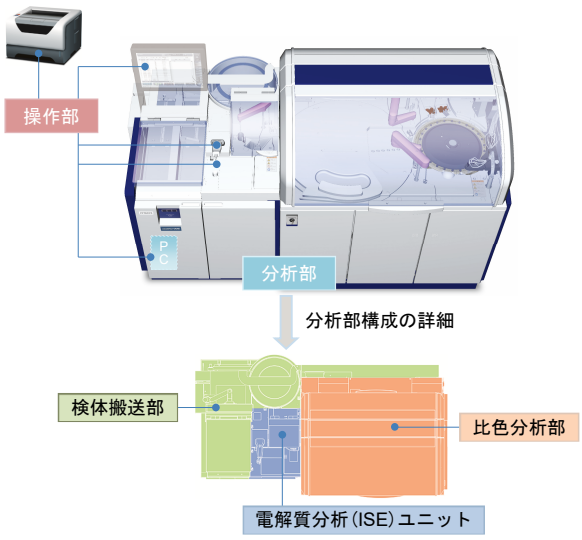

図 1　装置構成図
**装置寸法、電気的定格や質量を表 1 と表 2 に示します。また、図 1 に装置構成図を示します。本装置は EMC 規格 JIS C 61326-2-6:2023 に適合しています。